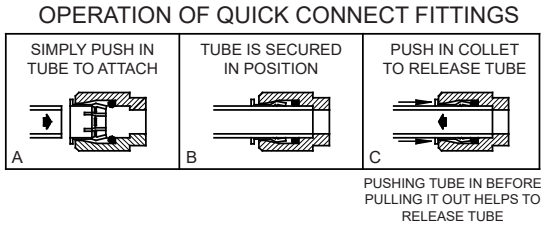

***Figure 12 – Filter Quick Connect Fittings***
**Actuation of Quick Connect Water Fittings:** Cooler is provided with lead-free connectors which utilize an o-ring water seal. To remove tubing from the fitting, relieve water pressure, push in on the gray collar while pulling on the tubing. (See Figure 12) To insert tubing, push tube straight into fitting until it reaches a positive stop (approximately 3/4”).